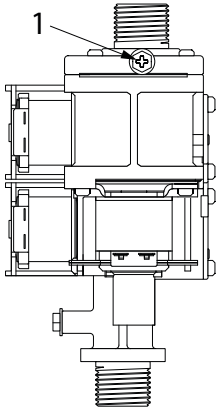

рис. 8
- Открутите винт штуцера отбора давления газа на выходе (поз.1 рис.8) и подсоедините к нему манометр.